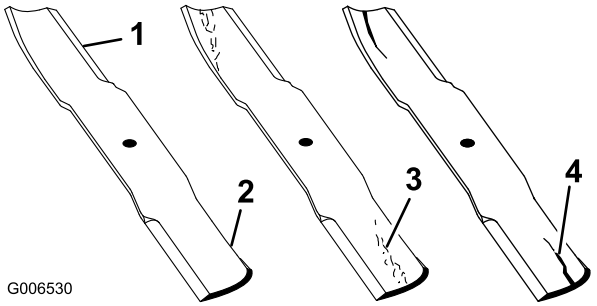

Figur 92
1. Undersøk kniveggene (Figur 92). Hvis kniven er sløv eller hvis det er hakk i den, må den tas av og knivene slipes. Se Slipe knivene (side 60).
2. Undersøk knivbladene, spesielt buen (Figur 92). Hvis du finner skader, slitasje eller ser at det begynner å dannes spor i denne delen av kniven (Figur 92), må den skiftes ut øyeblikkelig.